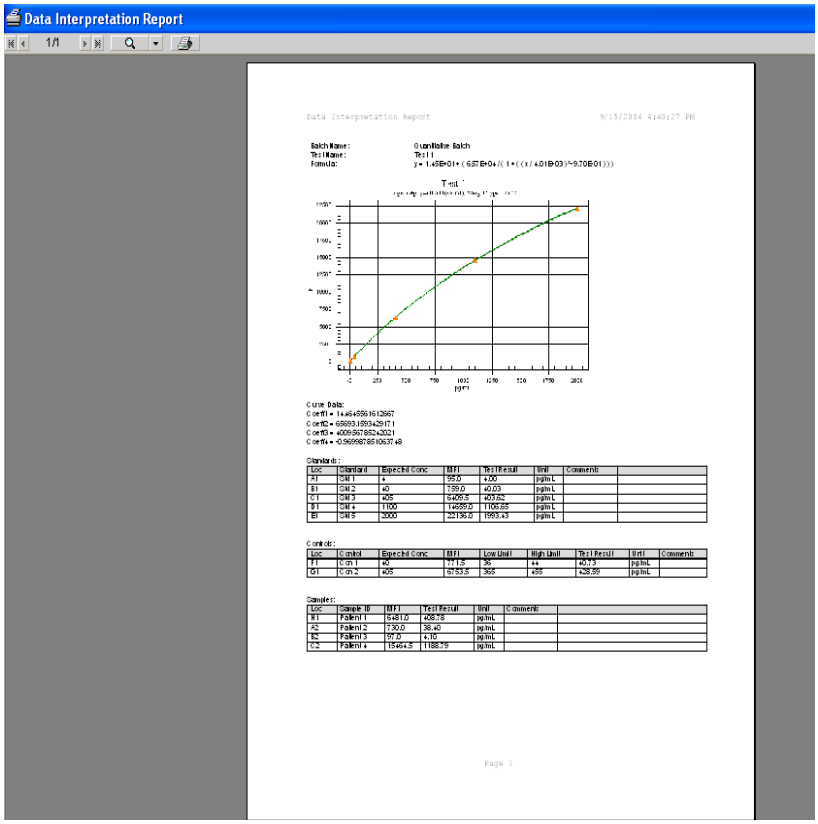

Figure 5-61. Data Interpretation Report (Print Preview)
3. In the **Analysis** window, click **Print Report**. The Data Interpretation Report displays a print preview. See Figure 5-61.